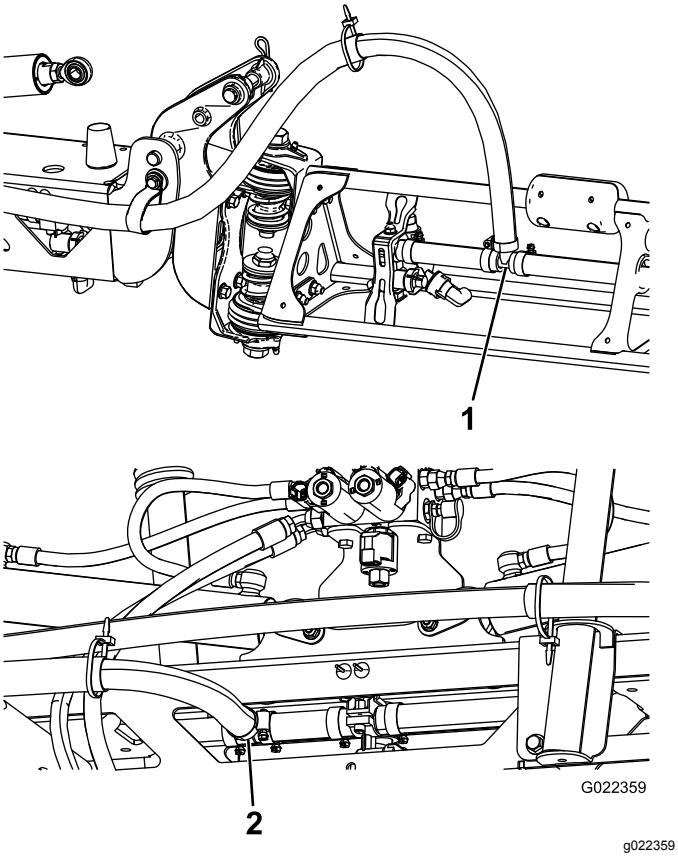

Figuur 24
Opmerking: Smeer vloeibare zeep op de ribbel van de T-verbindingen op beide verlengstukken (Figuur 24).
4. Smeer vloeibare zeep op de slangribbel van de T-verbinding van de middelste spuitboom (Figuur 24).
5. Leid de slang van de middelste spuitboom zoals wordt getoond in Figuur 24.
6. Schuif de toevoerslang van de middelste spuitboom over de ingezeepte ribbel en zet deze vast met een slangklem (Figuur 24).